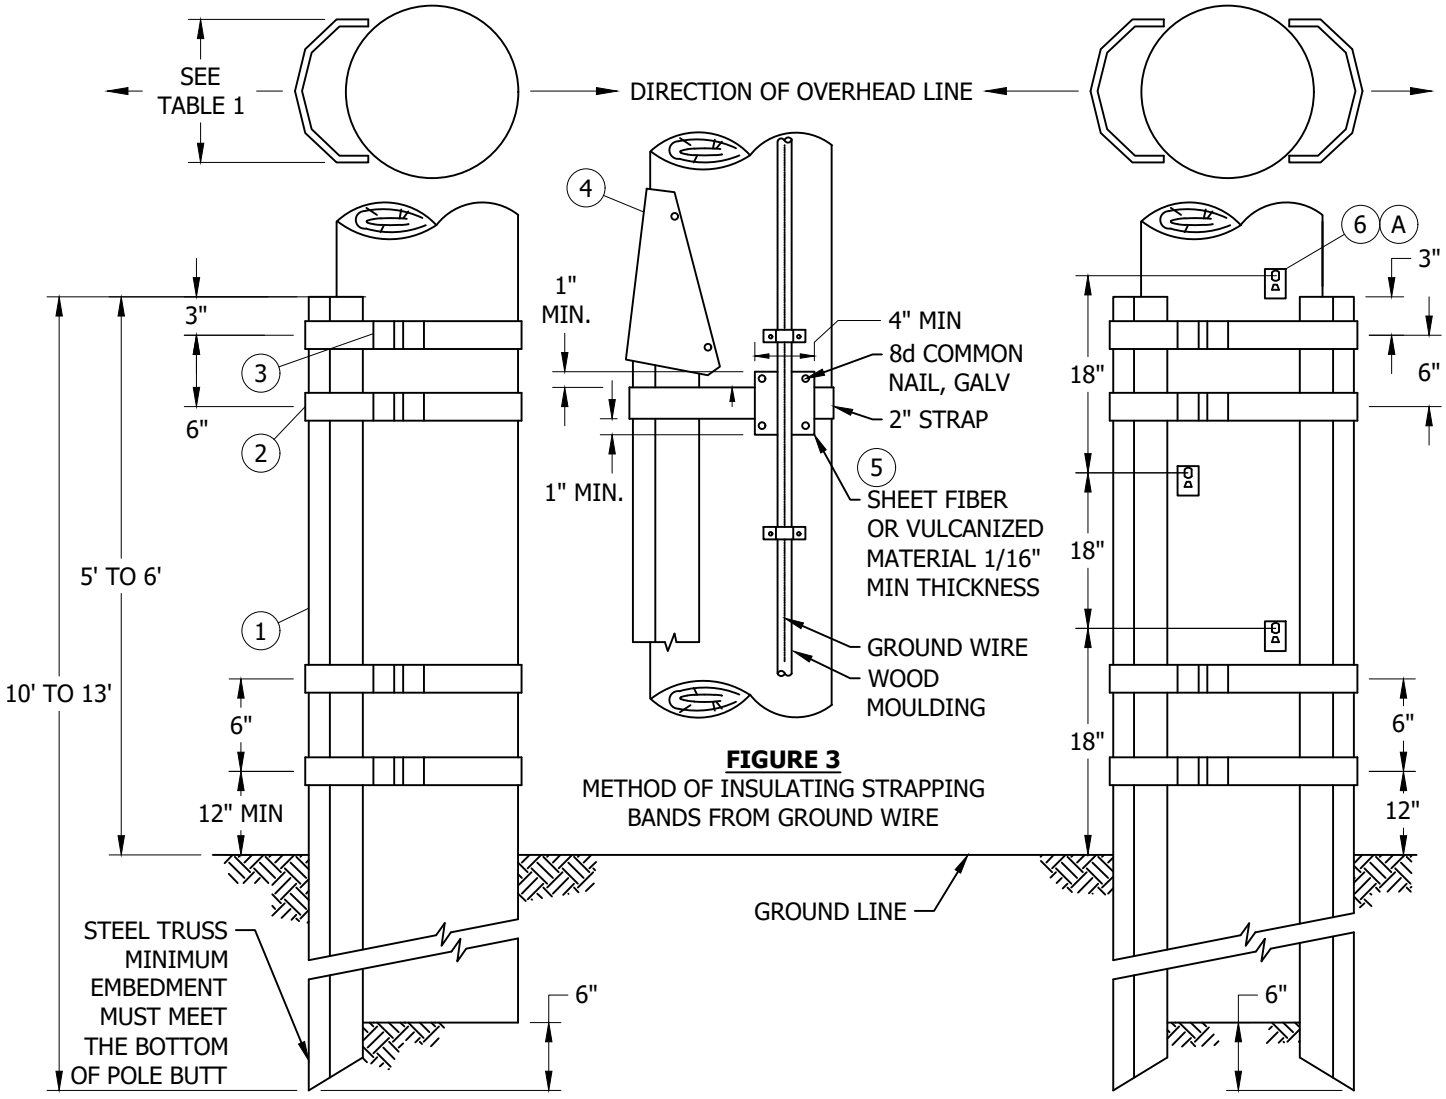

FIGURE 3
C. POLES WITH GROUND INSTALLATIONS: WHERE A GROUND IS ATTACHED TO POLE, THE MOULDING SHALL BE LOOSENED AND THE STRAPPING BANDS PLACED UNDER THE MOULDING BETWEEN THE GROUND WIRE AND THE SURFACE OF THE POLE. A STRIP OF SHEET FIBER OR VULCANIZED MATERIAL, 1/16 INCH THICK, SHALL THEN BE PLACED BETWEEN THE GROUND WIRE AND THE STRAPPING BANDS, AND ATTACHED WITH 8d COMMON GALVANIZED NAILS AS SHOWN IN FIGURE 3. (THIS WILL PROVIDE INSULATION WITH 1-1/2 INCH MINIMUM CREEPAGE, AS REQUIRED BY G.O. 95). THE MOULDING SHALL THEN BE RE-ATTACHED TO POLE. WHERE A GROUND ATTACHED TO POLE, THE EARTH AT THE POLE SHALL BE DUG OUT TO EXPOSE THE BURIED GROUND WIRE AND CONNECTION TO THE GROUND ROD BEFORE THE STEEL TRUSS IS DRIVEN.